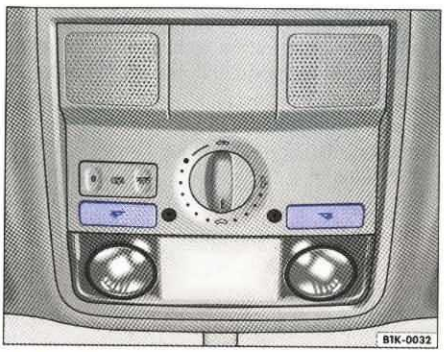

Rys. 43 Fragment tapicerki dachu: lampki do czytania z przodu
– Nacisnąć odpowiedni przycisk ⇒ rys. 43, aby włączyć lampkę do czytania.
Oświetlenie wewnętrzne z tyłu sterowane jest przełącznikiem ⇒ strona 66, rys. 43, razem z przednimi lampkami oświetlenia wewnętrznego.